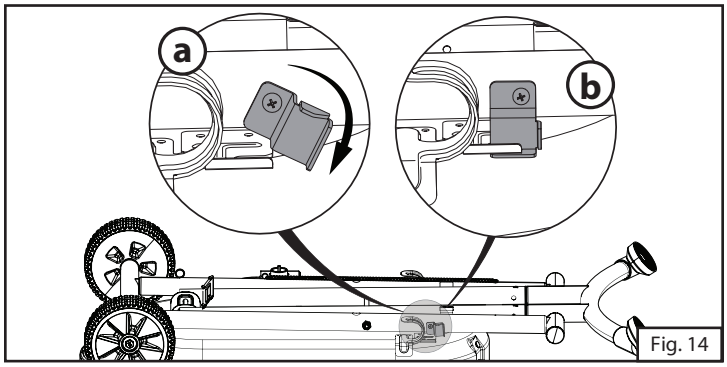

Fig. 14
15. Gire el mecanismo de bloqueo de patas en sentido de las manecillas, dentro de la ranura, para asegurar las patas. (Fig. 14)